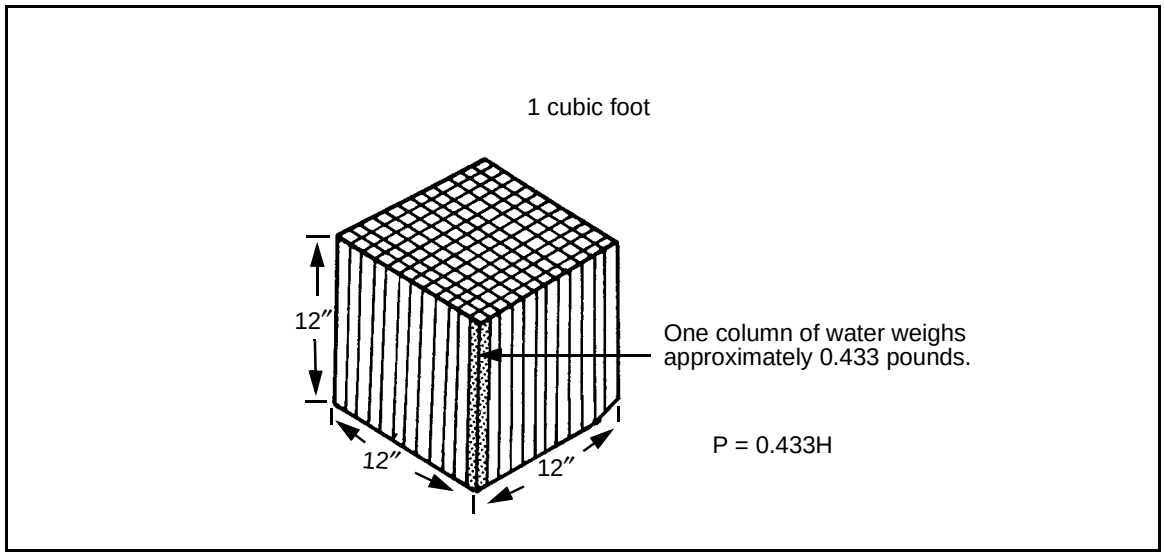

Figure E-1. Water Pressure
E-2. Pressure (P) is an expression, in psi (lb/in^2), of the total gravitational force (lb) exerted at the base of an imaginary 1-inch square (in^2) column of water—thus psi—of any column height or head (H) in feet (*Figure E-1*).